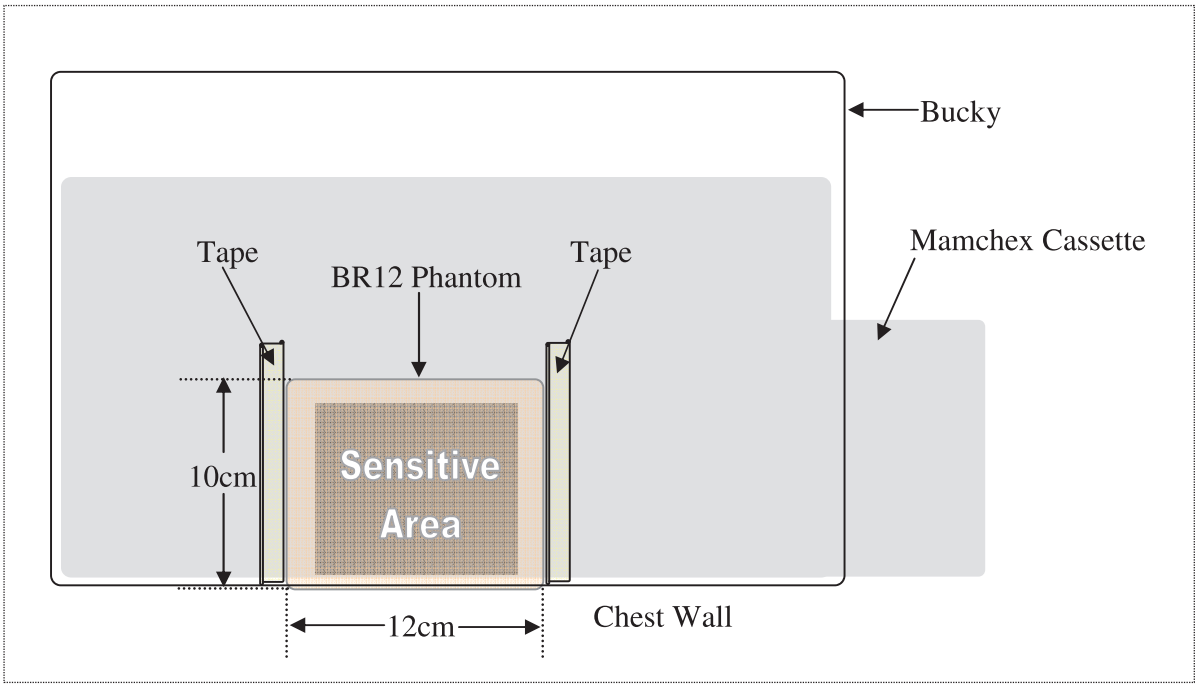

Figure 1
2. ***Positioning of the Phantom:*** The phantom has to be positioned such that it covers the entire sensitive area of the Disc Mamchex cassette(8.5cm x 7.5cm). The smaller the phantom size, the more critical the positioning becomes. Disc recommends a phantom size of 15cm x 15cm or larger if possible. however if you choose to use a smaller phantom such as a 10cm x 12cm phantom, positioning becomes very critical. The diagram below(Figure 1) shows proper positioning.
1. Position 4cm of Phantom material on the bucky using "Figure 1" as a reference for proper positioning.